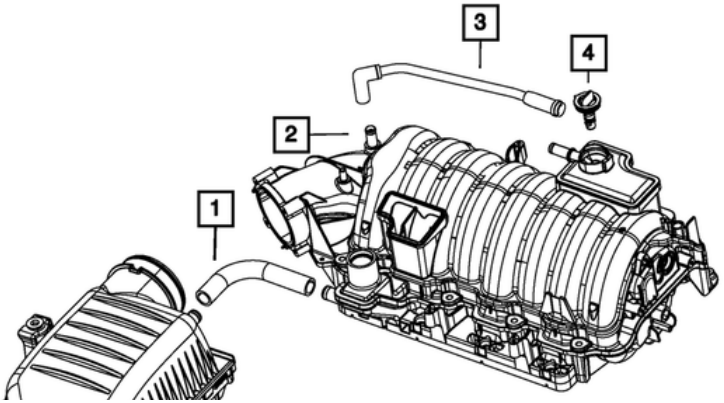

**Figure 4 - Removing the Middle Section Factory PCV Hose (6.4L)**
b. For the 6.4L HEMI, this is shown as Item 3 in Figure 4.